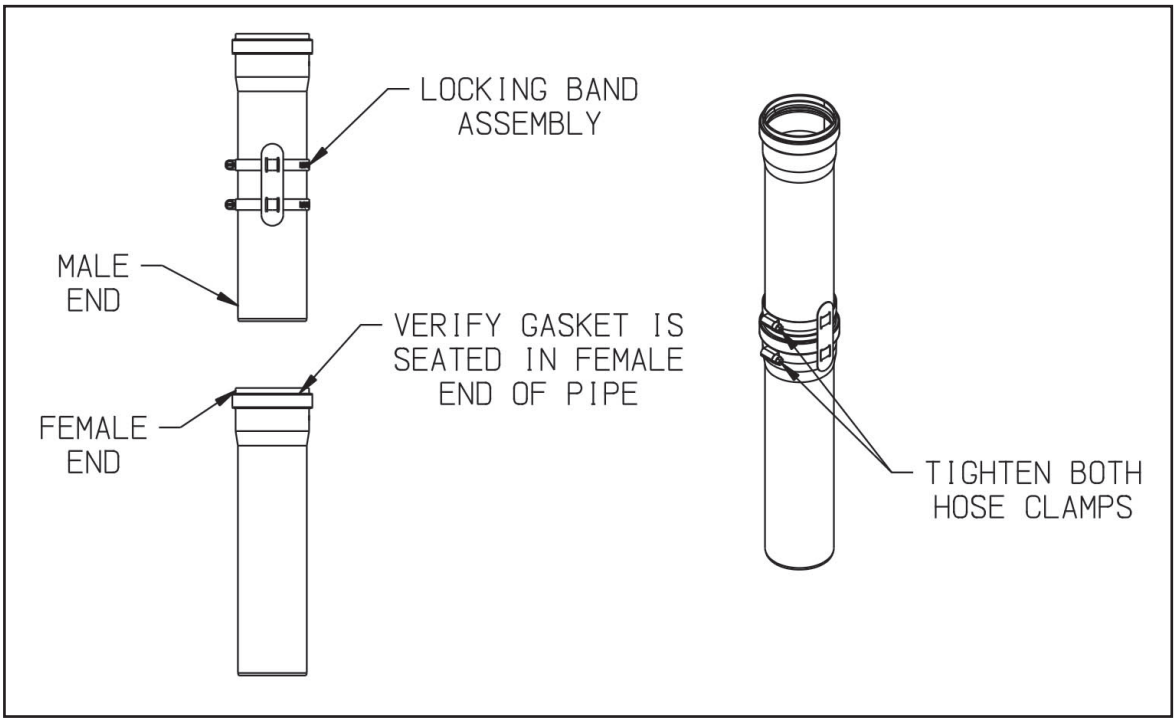

Figure 7.41: Polyflue Pipe Locking Band Installation
c. For each joint, verify that the gasket is evenly seated in the bell (female) end of the pipe. Lubricate this gasket with mild soapy water. Slide a Pipe Locking Band over the male end of the pipe to be joined as shown in Figure 7.41. Push the male end of the next section of pipe into the bell until it bottoms out, then back out 1/8—1/4” to provide room for thermal expansion. Slide pipe locking band over the female end of the connections and tighten both hose clamps.